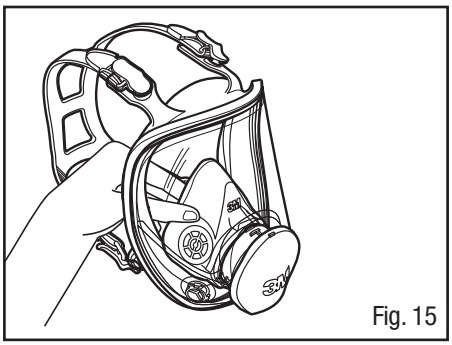
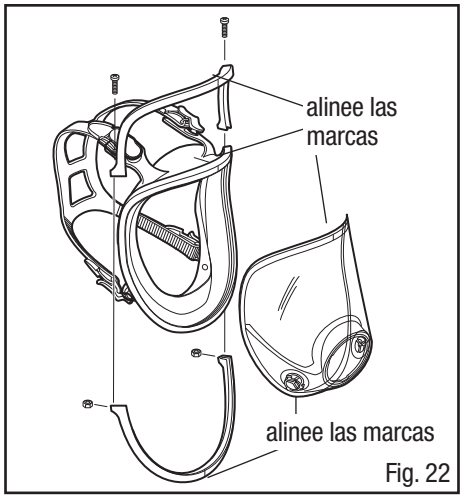

Fig. 15
Fig. 22
1. Quite el ensamble de copa nasal al jalarlo del adaptador central dentro de la pieza facial (Fig. 15).
1. Quite el ensamble de copa nasal del interior de la pieza facial (Fig. 15).
3. Quite los (2) tornillos Phillips del marco del visor/sello facial. Saque el marco superior e inferior del sello facial.
5. Coloque un nuevo visor y sello facial al alinear las marcas superiores e inferiores. Coloque el marco superior e inferior nuevos, y de nuevo alinee las marcas superiores e inferiores. Instale y apriete bien los tornillos. Asegúrese que las marcas de alineación estén bien alineadas en la parte superior e inferior (Fig. 22).
2. Posicione el marco inferior, alineando la marca vertical central, y presione en su lugar (Fig. 22).